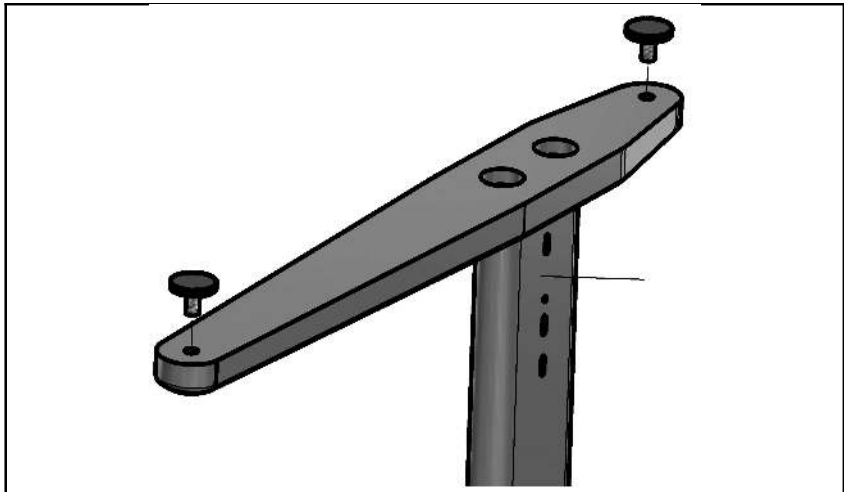

Рис. 3
4.2.1. В левую, правую стойку (поз. 7, 8) снизу вкрутить ножки черные (поз. 1, пакет №8). (См. рис. 3)